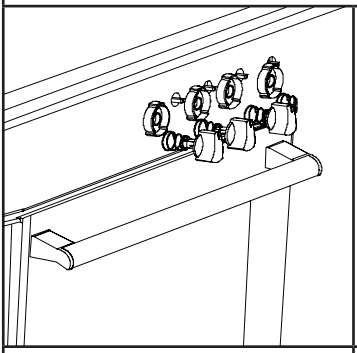

Figura 4
1. Colocar os queimadores do fogão na posição baixa e puxar para fora os botões de controlo do fogão no painel de controlo (Ver figura 4).